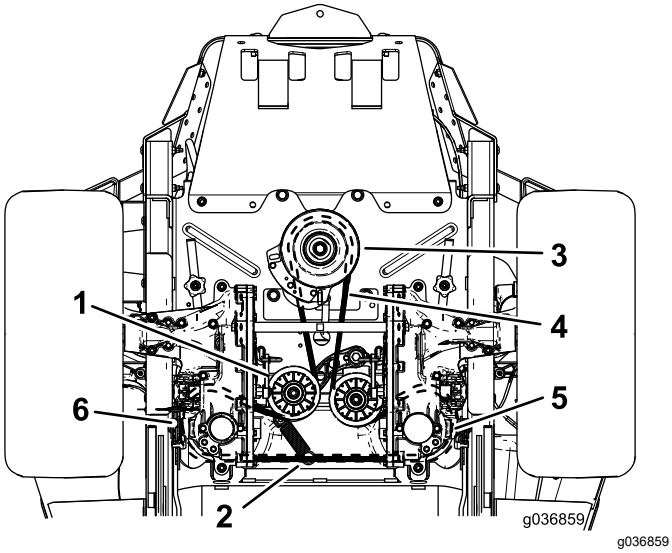

Figur 65
6. Tag styrefjederen af tappen (Figur 65).
8. Fastgør den nye rem omkring motorremskiven og de to drivremskiver (Figur 65).